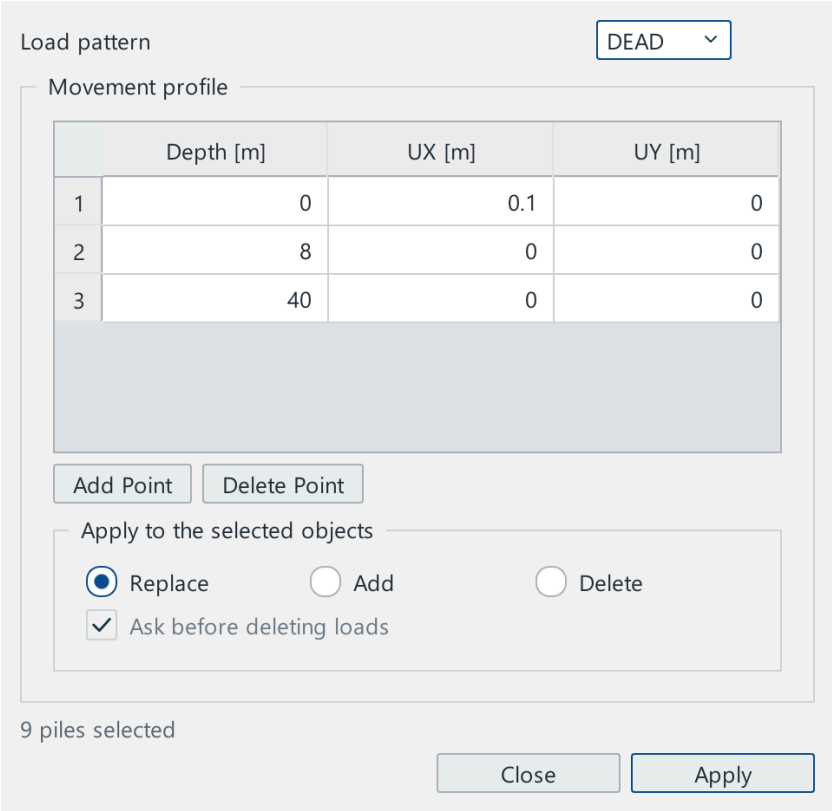

Figure 16.37 — Example 8 — the free-field soil movement assigned to the piles
2. Select all piles; **Assign** ▸ **Free-field Soil Movement…**, pattern DEAD: the table of depth and movement 0 m → 0.1 m, 8 m → 0, 40 m → 0 in X (Figure 16.37).